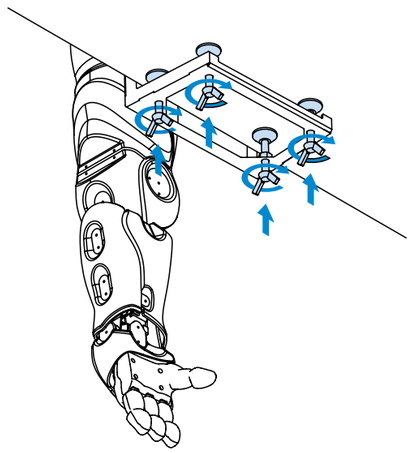

Рисунок 13.
5. Зафиксировать кронштейн на столешнице (рисунок 13)